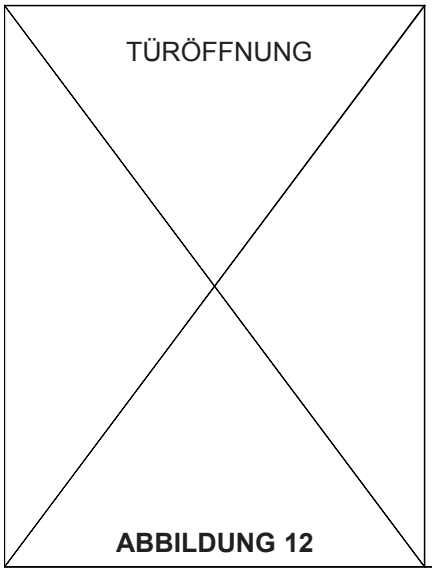

ABBILDUNG 12
2. Für die Verlegung der Elektrokabel vom Kopfteil zum Schaltkasten ist eventuell die Verwendung eines steifen Kabelrohrs oder eines Anschlusskastens vorgeschrieben. Alle Kabelrohre müssen durch den Boden des Schaltkastens verlegt werden (***Abbildung 12***).
4. Alle Schaltkästen sollten wärmeseitig bzw. an der Wand neben der Tür hinter dem Türpfosten etwa 1,37 m (54") über dem Fußboden montiert werden (***Abbildung 12***).
6. Für das Netzstromkabel (kundenseitig gestellt) muss in den Boden des Schaltkastens ein Loch gebohrt werden (siehe **Abbildung 12**).
8. Die Kabel für den Motor und die Bremse sind bereits angeschlossen. Die Kabel für die Kupplung und die Endschalter sind an einem Ende mit Steckern ausgestattet und brauchen nur in die entsprechenden Komponenten eingesteckt werden. Die Kabel müssen dann an eine wasserdichte Armatur (nicht im Lieferumfang enthalten) im Boden des Schaltkastens verlegt und fest verdrahtet werden (siehe **Abbildung 12**).